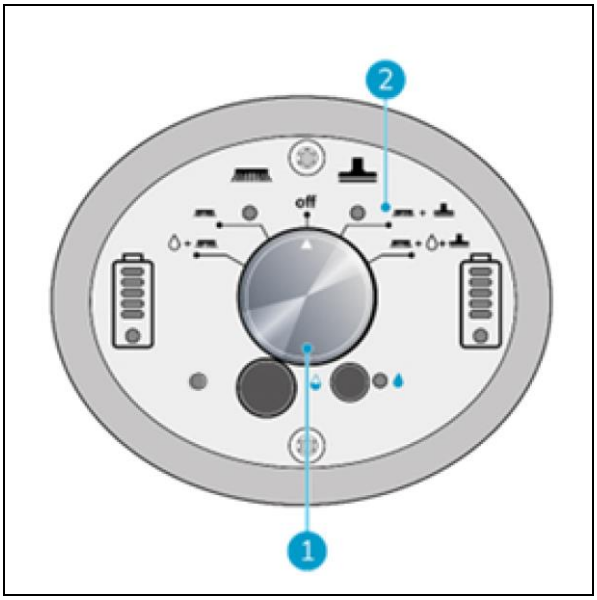

Abbildung 22
1. Betätigen Sie den Hauptschalter des i-mop XL (Abbildung 22, Pos. 1) und wählen Sie MODUS 3 Bürste + Trockensaugen (Abbildung 22, Pos. 2).